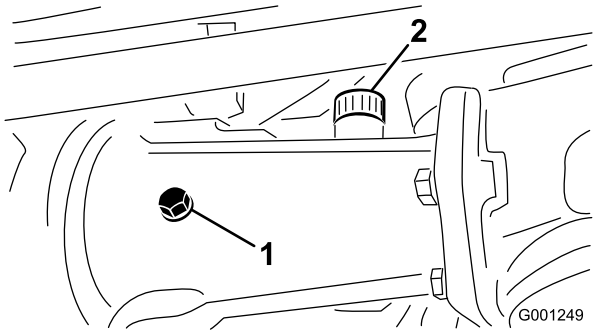
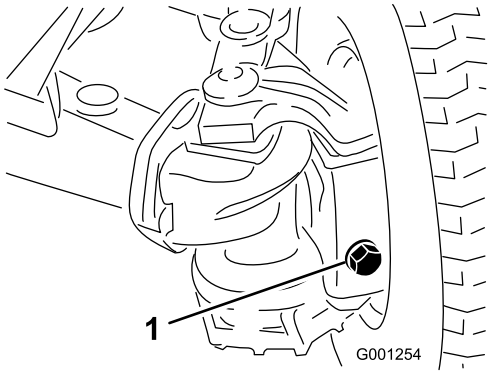

Figuur 27
Figuur 28
2. Verwijder de controlepluggen van de as en controleer of het oliepeil de onderkant van de openingen bereikt. Indien het oliepeil te laag staat, verwijdert u de vulpluggen en vult u voldoende tandwielolie bij totdat het peil de onderkant van de opening van de controlepluggen (Figuur 27 en Figuur 28) bereikt.